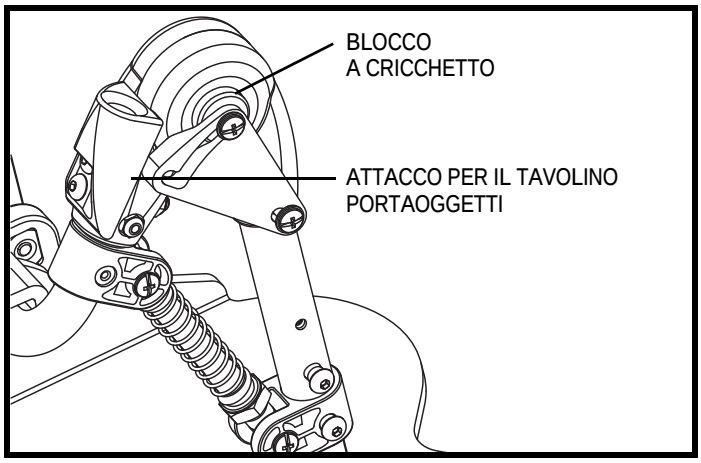

Figura 10. Attacchi per il tavolino di Kids UP
1. Inserire gli agganci del tavolino negli attacchi, situati dietro i blocchi a cricchetto, fino a quando gli agganci del tavolino non si agganciano agli attacchi. **Vedere la figura 10.**